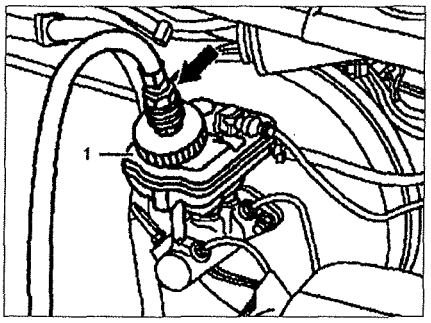

Рис. 1.38. Присоедините сливной шланг (стрелка) к бачку.
5. Присоедините сливной шланг **(стрелка)** (см.рис.1.38).